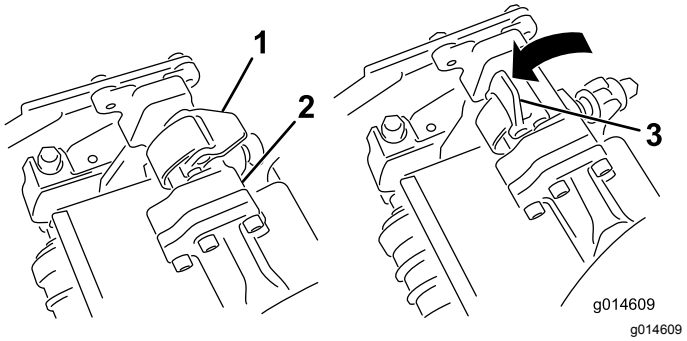
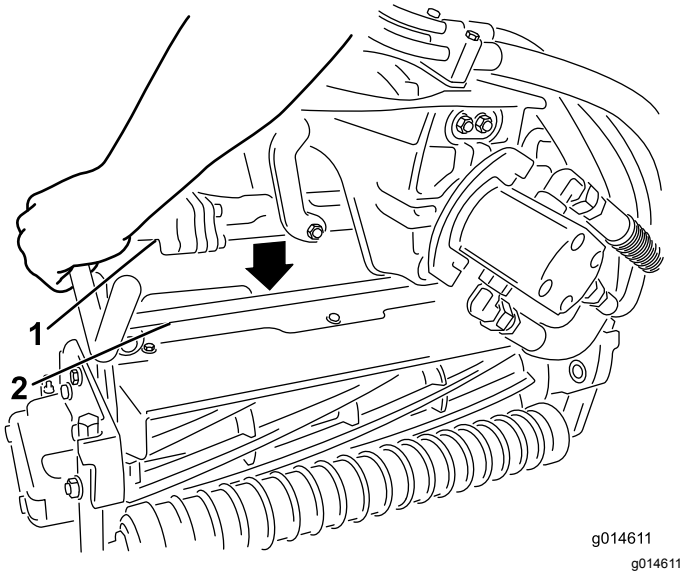

Figuur 46
Figuur 47
3. Zorg ervoor dat de vergrendelingen op de ophangarm omhoog wijzen (dus open staan) (Figuur 46), druk de ophangarm omlaag zodat de stang ervan over de stang aan de bovenkant van het maaidek valt (Figuur 47).
4. Sluit de vergrendelingen rond de stang van het maaidek en vergrendel ze (Figuur 46).
4. Open de vergrendelingen op de stang van de ophangarm van het maaidek dat u wilt verwijderen (Figuur 46).